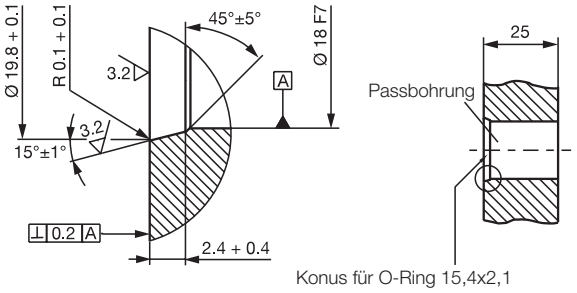

Bild 4-4: Passbohrung für die Montage des BTL mit O-Ring
Passbohrung: Die Anlagefläche des BTL muss vollständig an der Aufnahmefläche anliegen. Der passende O-Ring muss die Bohrung perfekt abdichten, d. h. die Ansenkung für den O-Ring muss Bild 4-4 entsprechend gefertigt werden.
Die Tiefe des Einschraublochs muss mindestens 25 mm betragen (siehe Bild 4-4).
- ► Die Anlagefläche des BTL muss vollständig an der Aufnahmefläche anliegen. Der passende O-Ring muss die Bohrung perfekt abdichten, d. h. die Ansenkung für den O-Ring muss Bild 4-4 entsprechend gefertigt werden.